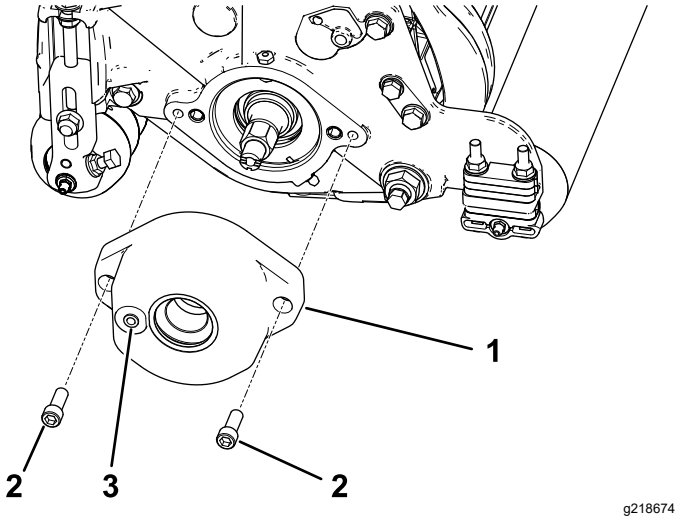

Figur 5
3. Monter rullebørstehuset på knivcylinderens lejehus med 2 bolte med unbrakokærv. Se Figur 5.